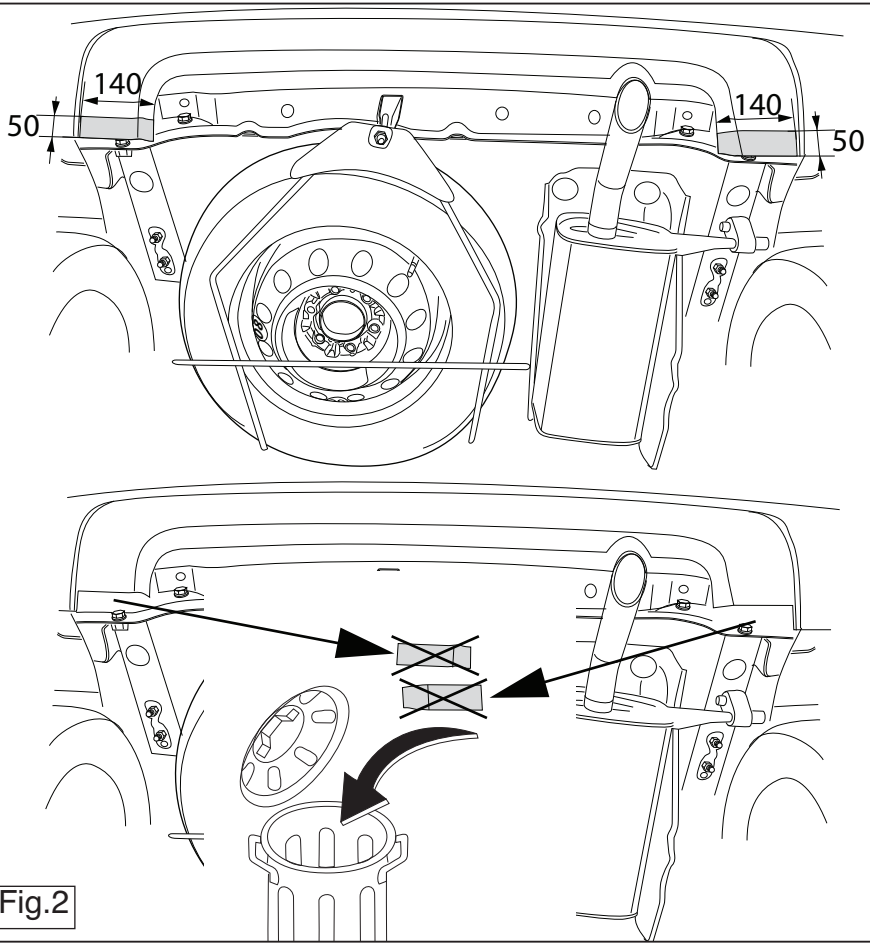

Fig.2
4. Выпилить обозначенные части, как указано на рис. 2.